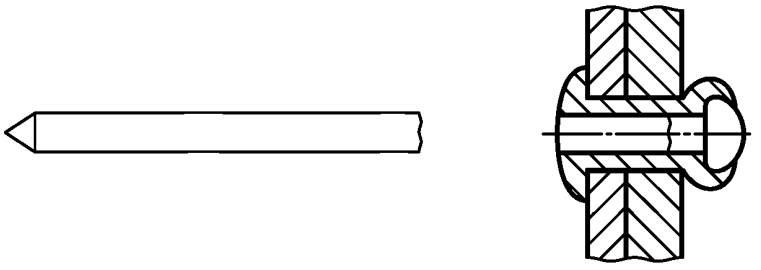

Рисунок 5 — Разрывающийся вытяжной сердечник
2.2.1.2 **разрывающийся вытяжной сердечник** (break pull mandrel): После установки заклепки сердечник разрывается около соединения его головки и хвостовика, при этом головка и небольшая часть хвостовика сердечника могут оставаться в корпусе заклепки (рисунок 5).
2.4.2 **частично заполненная сердцевина** (semi-filled core): Заклепка, у которой после установки в корпусе остается только небольшая часть сердечника (рисунок 5).